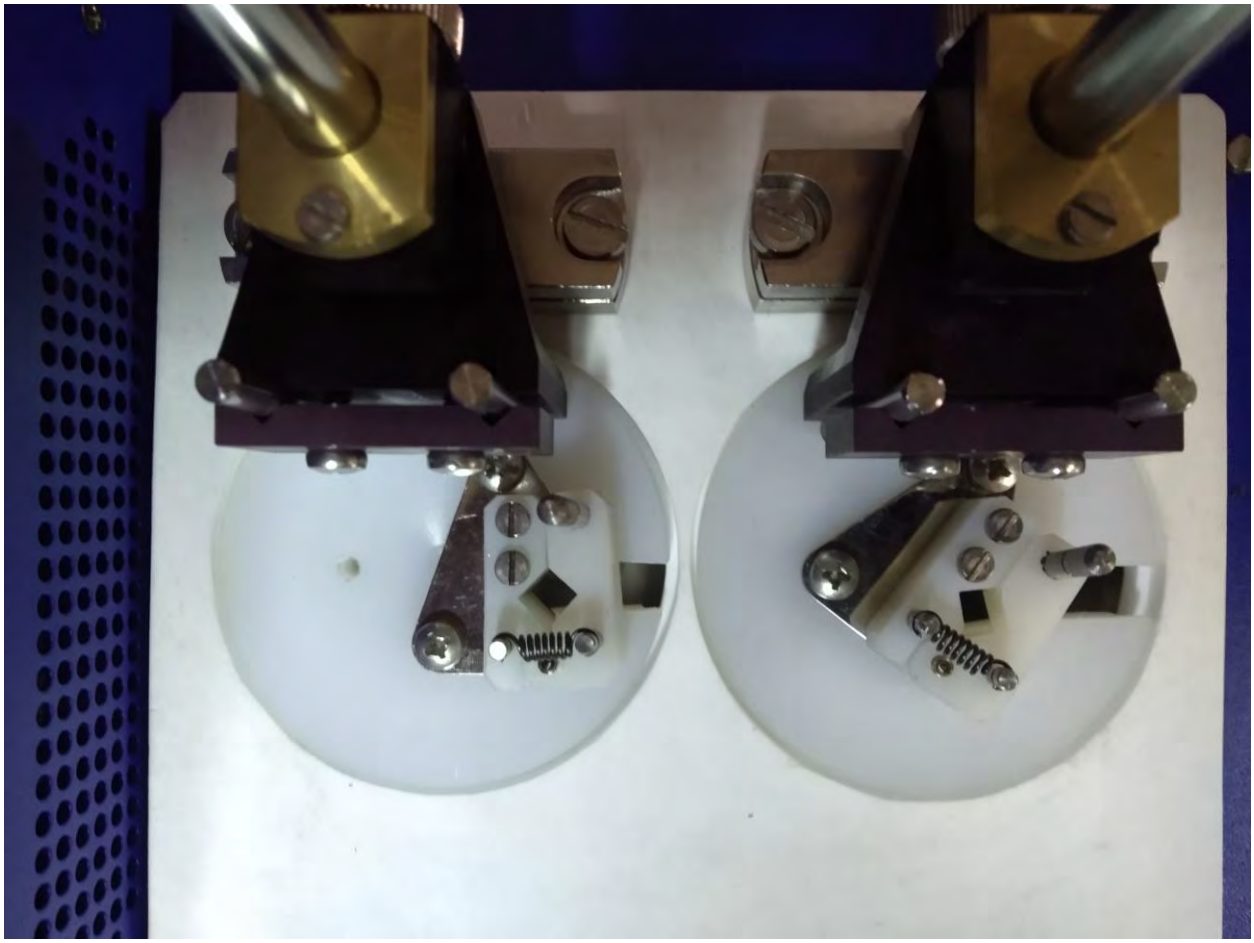

Рис.3.
- установите направляющую (3 рис.3) в соответствии с требованиями;